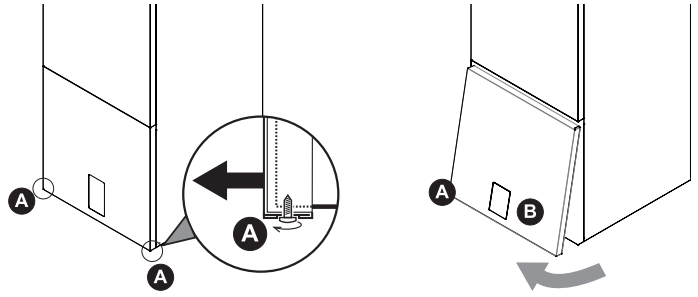

fig. 16 - Çmontimi i panelit ballor
- Zhvidhosni pjesërisht vidat A (shih "fig. 16 - Çmontimi i panelit ballor").
- Nxirrni panelin B dhe hiqeni atë nga fiksimet e sipërme (shih "fig. 16 - Çmontimi i panelit ballor").